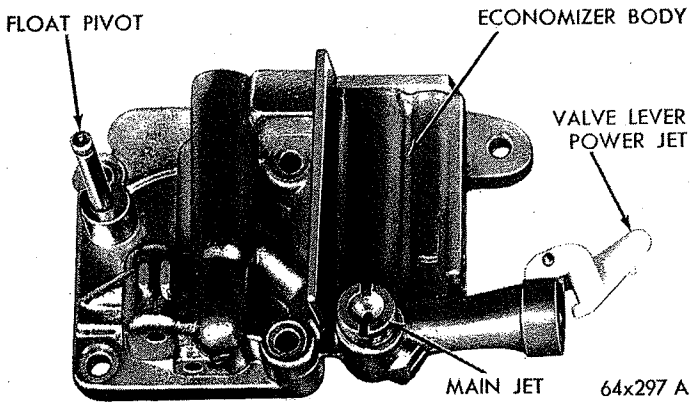

*Fig. 8—Economizer Body Assembly*
(11) Using Tool C-3748, remove main jet from economizer body. See (Fig. 8).
(12) Using a suitable tool, remove pump lever retaining clip. Slide lever off pivot and disengage link from throttle lever.
(13) Remove fast idle cam retaining screw, then remove cam, and at the same time, disengage fast idle cam rod.
(14) Remove idle air mixture adjusting screw and spring from the throttle flange.
(15) Remove fast idle and curb idle speed screws and springs from throttle lever.
(16) Remove screws that hold choke valve to the choke shaft.
(17) Lift out choke valve. Withdraw choke shaft and lever out of carburetor.
(7) Install main jet in economizer body, using Tool C-3748. Refer to (Fig. 8).